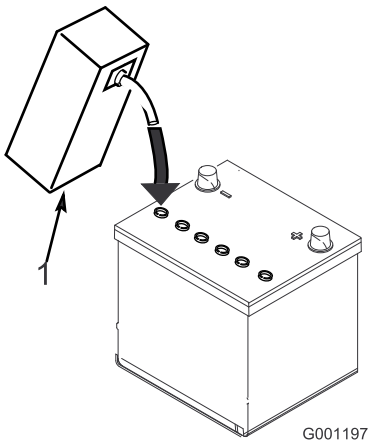

Figur 5
3. Fyld forsigtigt hver celle med elektrolyt, indtil pladerne er dækket med ca. 6 mm væske (Figur 5).
4. Vent ca. 20 til 30 minutter, mens elektrolytten trænger ind i pladerne. Fyld efter behov for at bringe elektrolytstanden op til ca. 6 mm fra bunden af påfyldningshullet (Figur 5).